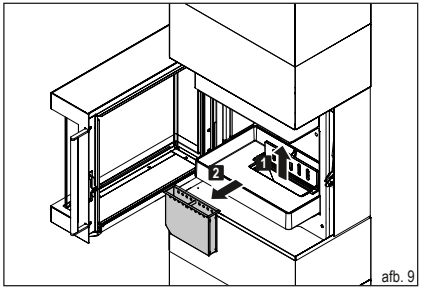

afb. 9
- ► **Haal de aslade er uit, gebruik hiervoor het handvat van de aslade (afb. 9).**